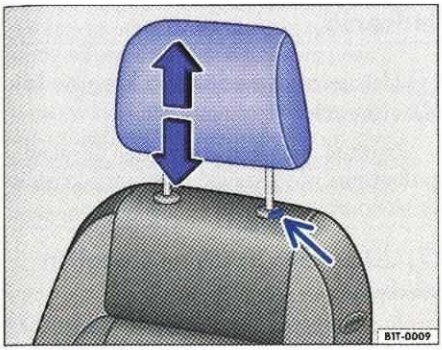

Rys. 56 Ustawianie i wymontowanie przedniego zagłówka
– Przesunąć zagłówek w górę, w kierunku strzałki, albo po naciśnięciu przycisku ⇒ rys. 56 (strzałka) w dół. Prawidłowa wysokość ⇒ strona 78.
– Nacisnąć przycisk ⇒ rys. 56 (strzałka) i przytrzymać, jednocześnie wyciągnąć zagłówek.
– Wsunąć zagłówek w dół. W razie potrzeby nacisnąć przycisk ⇒ rys. 56 (strzałka).